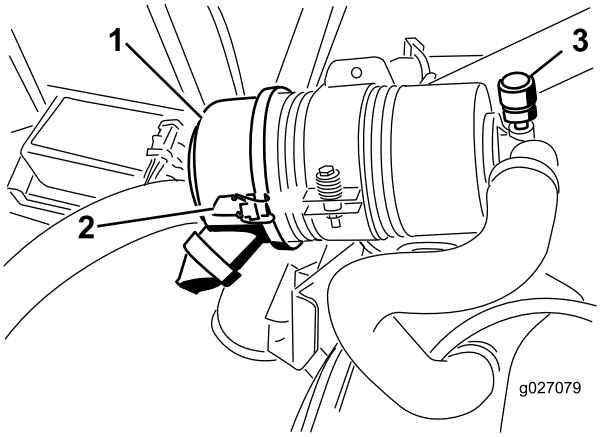

Figur 53
Utför bara service på luftrenarfiltret när serviceindikatorn (Figur 53) anger att det krävs. Om du byter luftfiltret tidigare ökar det risken för att smuts kommer in i motorn när du har avlägsnat filtret.
1. Lossa spärrhakarna som fäster luftrenarkåpan på luftrenarhuset (Figur 53).